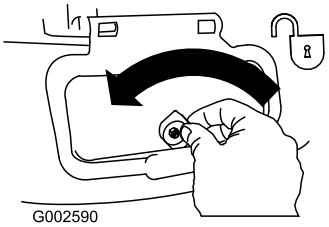

Figur 27
1. Öppna sidoutkastarluckan (Figur 27).